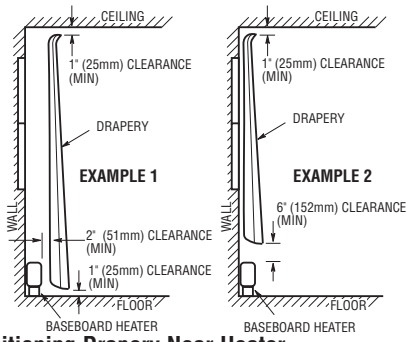

**Figure 1. Positioning Drapery Near Heater**
7. **CAUTION** – Heater Operates at High Temperatures. Keep Electrical Cords (including telephone and computer cables), Drapes, and Other Furnishings Away From Heater. For efficient and safe operation, we recommend maintaining a minimum of 6 inches (152 mm) clearance above and in front of the heater at all times. See Clearances section and Figure 1 for minimum clearance requirements.